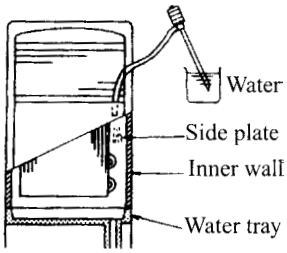

Fig 109
(4) After finishing connection, insert water pipe to the right side of air outlet (see Fig. 109) and charge water gently to side plate of heat exchanger or inner wall of the unit. Charge 1000ml of water to check if the drainage is OK or if there is leakage.